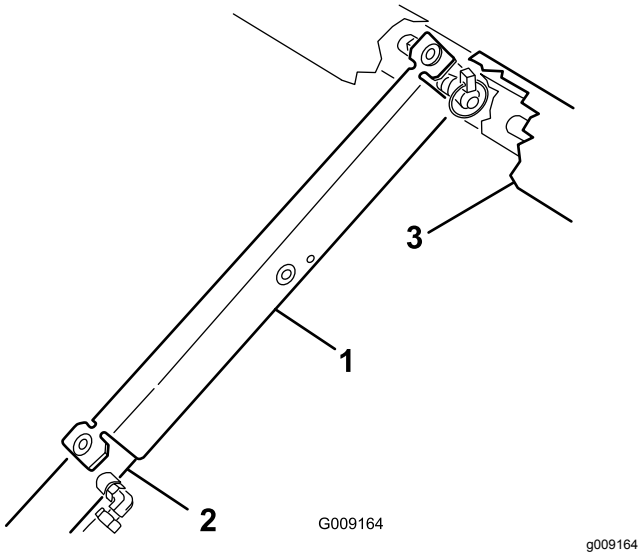

Figur 15
10. Skyv støttepilaren for lasteplanet på sylinderstangen. Påse at pilarendene hviler på enden av sylinderløpet og sylinderstangen (Figur 15).